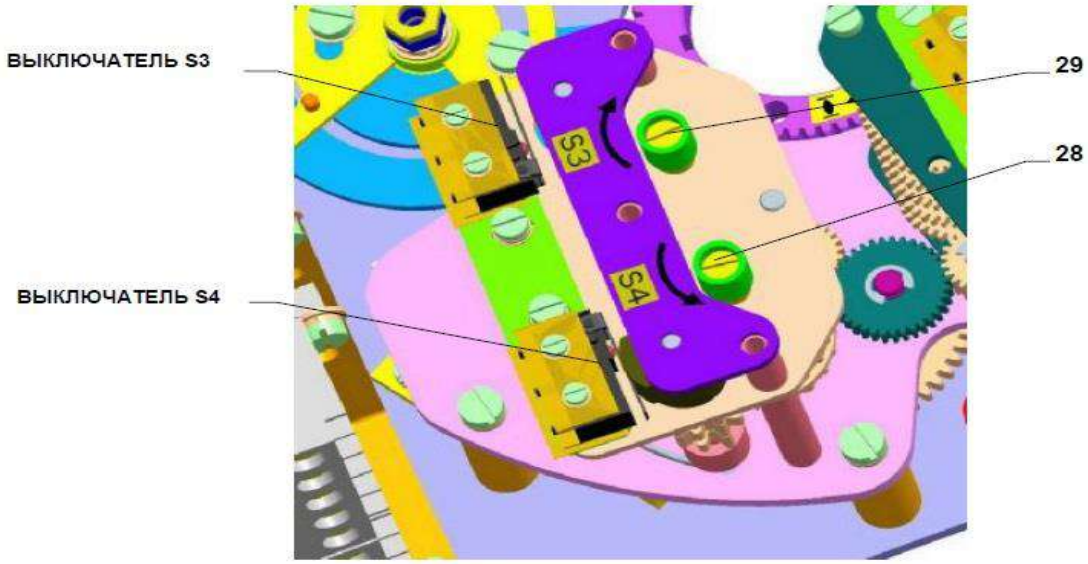

Рис.6
При установке, настройке и перестановке концевых и сигнализационных выключателей поступайте следующим образом (рис.6):
- Запорную арматуру установите в положение «Открыто», электрическим путем или вручную. Если ЭП при электрическом переводе во время хода остановится в промежуточном положении перед достижением положения «Открыто» от выключателя положения S3 (Рис.6) отключите питание ЭП и в ручном режиме доведите запорную арматуру в положение «Открыто».
- В положении «Открыто», отверткой вставленной в стопорный винт (29)(Рис.6), после его оттеснения (вдавливания), вращайте в направлении стрелки до момента, когда соответствующий кулачок включит выключатель S3. (см. примечание №1).
- Переведите запорную арматуру в положение «Закрыто», электрическим путем или вручную. Если ЭП при электрическом переводе во время хода остановится в промежуточном положении перед достижением положения «Закрыто» от выключателя положения S4 (Рис.6), отключите питание ЭП и в ручном режиме доведите запорную арматуру в положение «Закрыто».
- В положении «Закрыто», отверткой вставленной в стопорный винт (28)(Рис.6), после его оттеснения (вдавливания), вращайте в направлении стрелки до момента, когда соответствующий кулачок включит выключатель S4. (см. примечание №1).